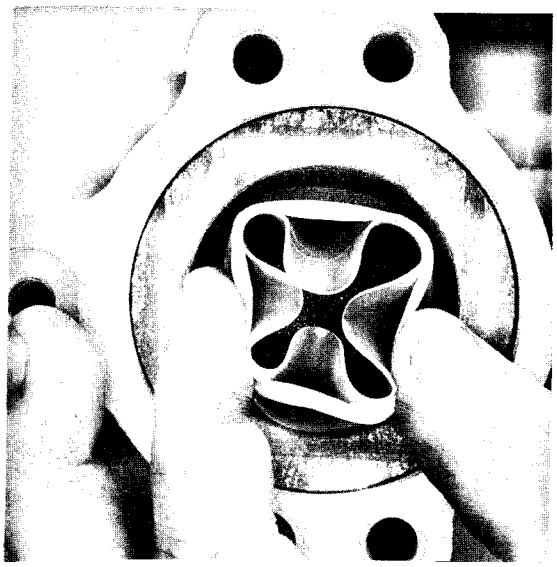

Figure 29
31. Exercer une poussée légère sur la bride du bas de l'Hydratube et en même temps guider le nez de l'Hydratube vers le centre et hors du trou supérieur dans le logement (figure 29).